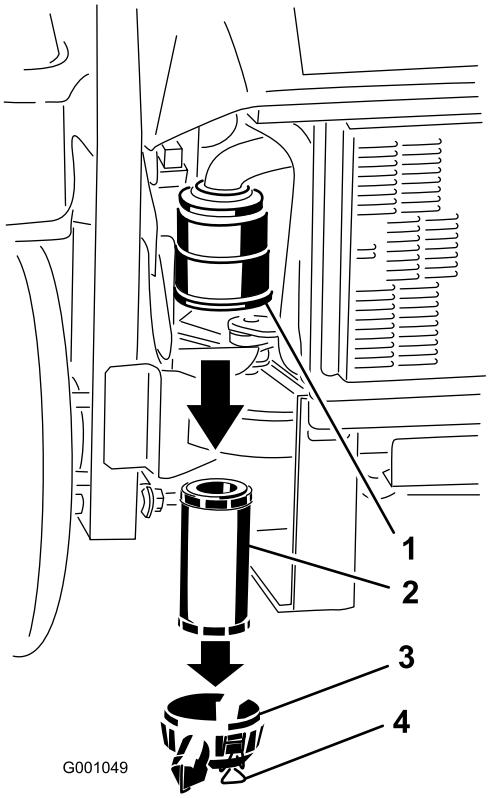

Figur 37
3. Lossa spärrhakarna på luftrenaren och dra av luftrenarkåpan från luftrenarhuset (Figur 37).
5. Dra försiktigt ut filtret ur luftrenarhuset (Figur 37). Undvik att knacka filtret mot sidan på luftrenarhuset.